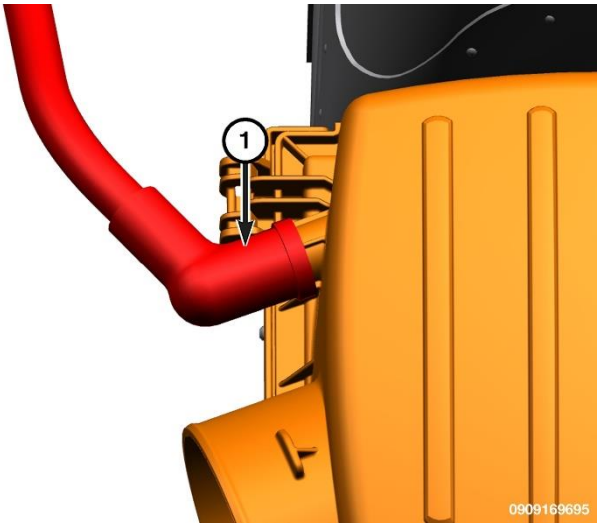

Figure 8 – Fresh Air Makeup Hose
13. **If equipped**, disconnect the fresh air makeup hose (1) from the air cleaner body (Figure 8).
21. **If equipped**, install the fresh air makeup hose (1) to the air cleaner body (Figure 8).
17. **If equipped**, install the fresh air makeup hose (1) to the air cleaner body (Figure 8).